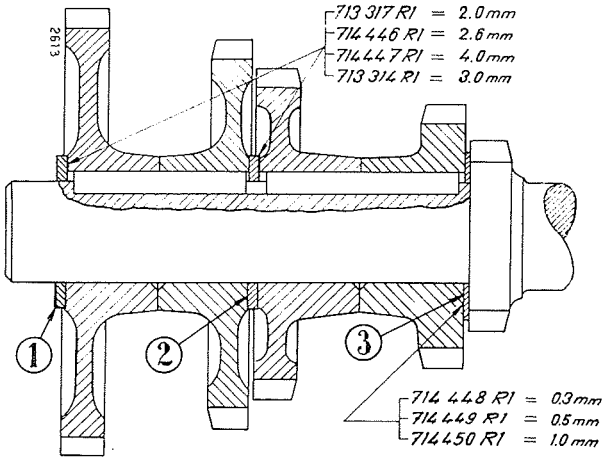

Bild 313
Die Zähne des hinteren Ritzels der Vorgelegewelle sind für die Aufnahme der Zapfwellenschaltmuffe abgeflacht. Um ein richtiges Einstellen der Vorgelegezahnräder zu den Schaltstellungen der Schiebezahnräder zu ermöglichen, sind Ausgleichscheiben vorgesehen, Bild 313.
Beim Aufbringen der Zahnräder je nach Erfordernis Ausgleichscheiben einfügen, um einen vollen Eingriff der Zahnräder bei den jeweiligen Schaltstellungen zu gewährleisten, Bild 313.
Dabei die in Bild 313 gegebene Lage und Reihenfolge der Zahnräder beachten.
Wenn erforderlich, vordere Ausgleichscheibe (1), Bild 313, aufsetzen und das Kugellager mit eingesetztem Nutring mittels Hohldorn bis zum Anliegen des Nutringes auf die Welle auftreiben.